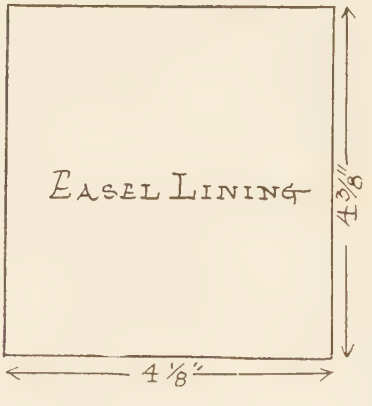

Fig. 70B—Easel Lining Paper.
8. Next cut a piece of the *same paper* as you have just selected *for the easel* with which to cover the inside of the easel. As the easel board is $4\frac{3}{8}$" wide and measures $4\frac{5}{8}$" to the joint where it will be glued to the back of the face board we only need a piece $4\frac{1}{8}$" x $4\frac{3}{8}$". (Fig. 70B.)